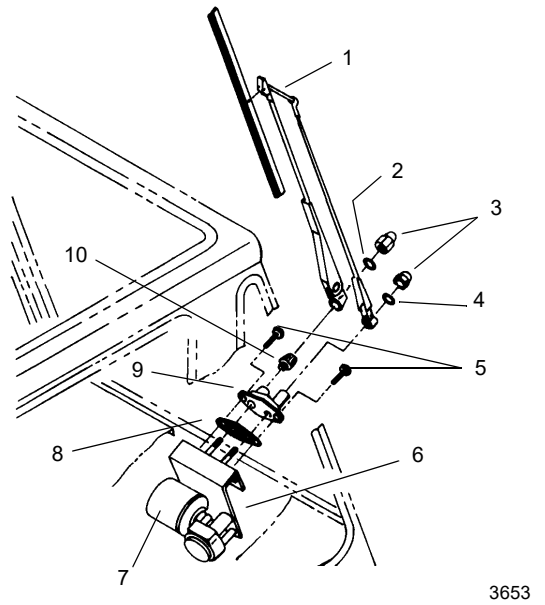

FIGURA 3-23
4. Desconecte la manguera del lavaparabrisas en el brazo del limpiaparabrisas (también conocido como el conjunto de brazo de pantógrafo) del conjunto de boquilla (Figura 3-23).